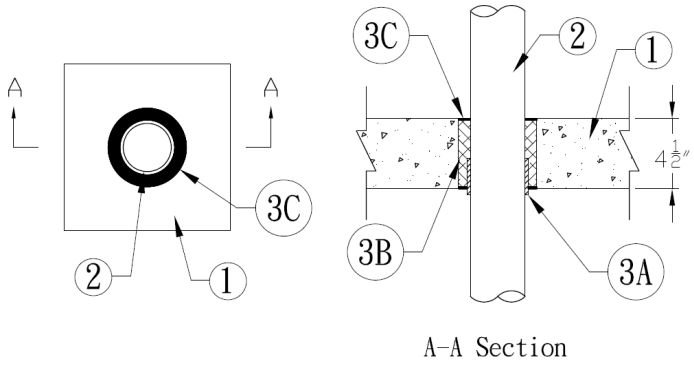

Figure 1. Through Penetration Firestop System
1. **SUPPORTING CONSTRUCTION:** Refer to Figure 1. Create a 5 in. diameter, round through-opening in a Code-conforming, 2 hour fire-resistance rated floor or wall assembly consisting of the following min. construction features:
2. **PENETRATING ITEM:** Refer to Figure 1 and Table 1. Position a nominal 3 in. diameter Schedule 40 PVC pipe centered in the opening made in the Supporting Construction (Item 1). Establish an annular space between the Penetrating Item and the Supporting Construction (Item 1).
3. FILL, VOID, OR CAVITY MATERIAL: Refer to Figure 1 and Table 1. Apply the following materials as indicated below: